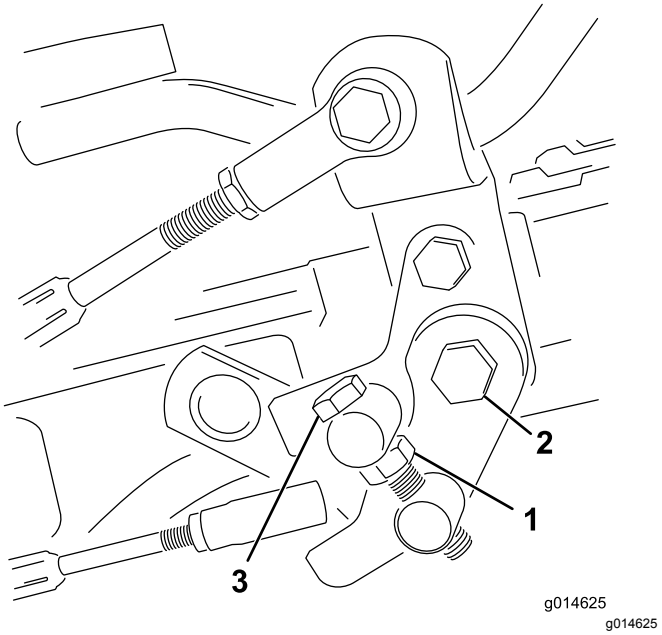

Figur 37
1. Løsn kontramøtrikken på trækbøjlen (Figur 37).
4. Tilspænd kontramøtrikken på tappens maskinskrue og møtrikken på pedalens drejetap for at låse justeringen (Figur 37). Kontroller justeringen, og juster som påkrævet.